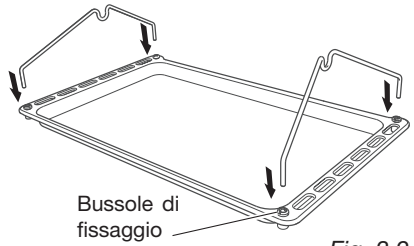

Fig. 3.2
1. **Preparare il supporto girarrosto** (fig. 3.2).